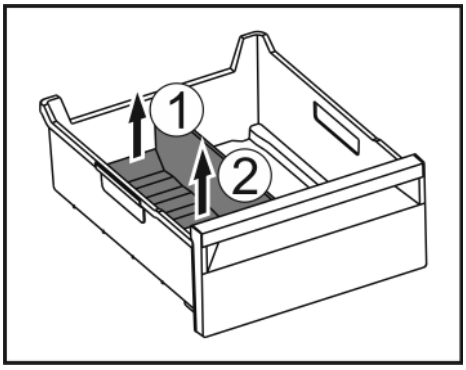

Fig. 188
▶ Lift the rear part of the ice compartment divider. *Fig. 188 (1)*
▶ Remove the ice compartment divider upwards. *Fig. 188 (2)*